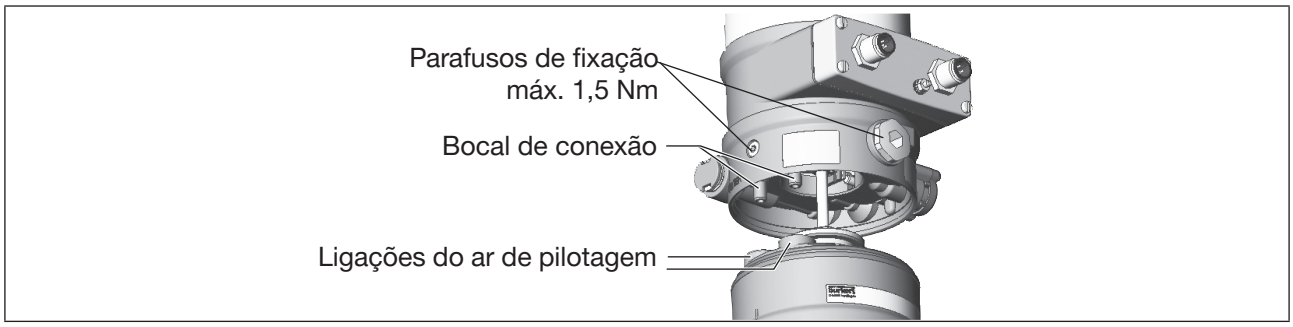

Figura 15: Alinhamento das conexões do ar de pilotagem
1. As conexões de ar de pilotagem do acionamento para os bocais de conexão do tipo 8692, 8693 (veja Figura 15).